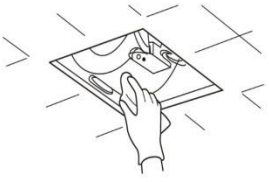

Fig. 9
4. Dampen cloth with dish detergent and wipe the fan housing. Wipe dry with a cloth. (Fig.9)